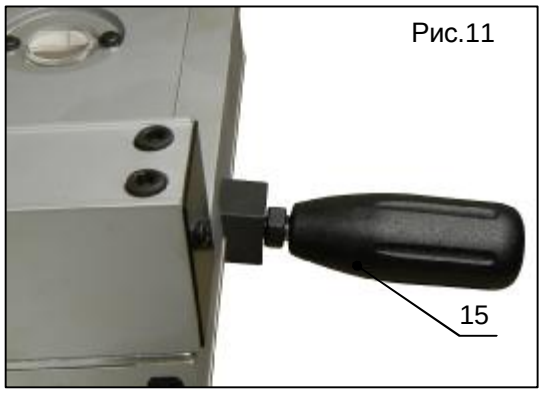

Рис.11
6. Для того чтобы установить параллельный ограничитель в требуемое положение, необходимо фиксирующий рычаг (поз.15, рис.11) переместить в нижнее положение.